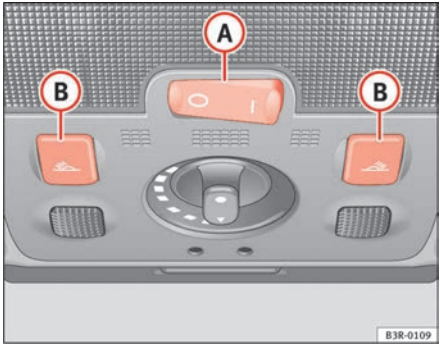

Fig. 92 Details of headliner: front interior lights
The rocker switch (A) ⇒ fig. 92 for the front interior light has the following functions: ▶